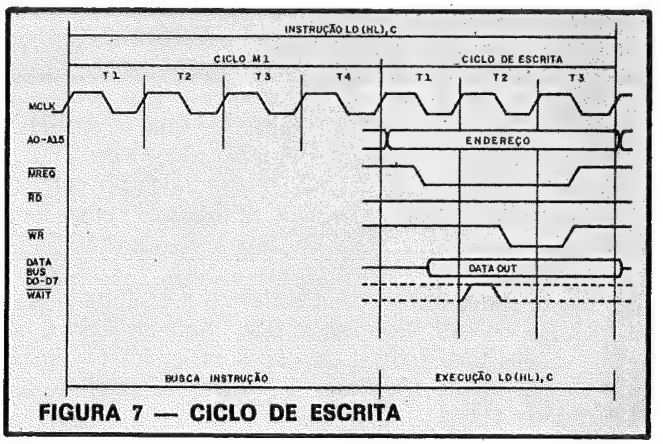

FIGURA 7 — CICLO DE ESCRITA
Um ciclo de escrita na memória é apresentado na figura 7. Neste caso, a instrução é LD (HL), C, que carrega o conteúdo do registro C na posição de memória cujo endereço é igual ao conteúdo do par HL.